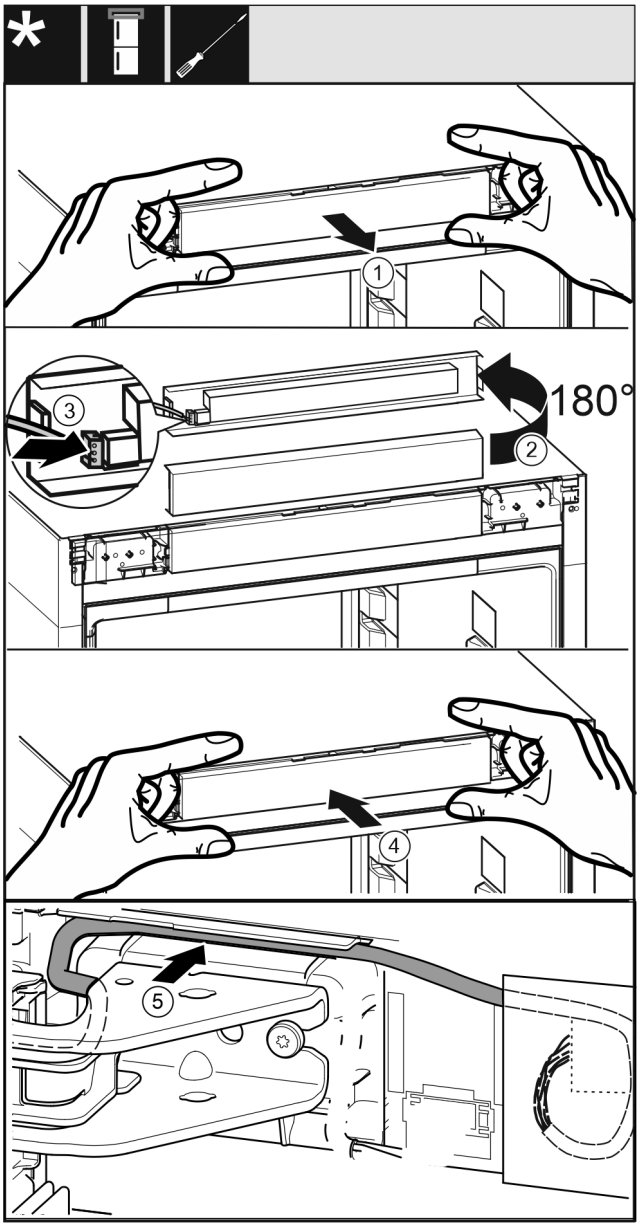

Fig. 40
▶ Bedieningspaneel *Fig. 40 (1)* voorzichtig wegtrekken.
▶ Bedieningspaneel *Fig. 40 (2)* 180° naar boven draaien.
▶ Stekker *Fig. 40 (3)* op het bedieningspaneel vastklikken.
▶ Bedieningspaneel *Fig. 40 (4)* weer op het apparaat vastklikken.
▶ Kabel *Fig. 40 (5)* voorzichtig in de geleiding boven het bovenste lagerbok leggen.